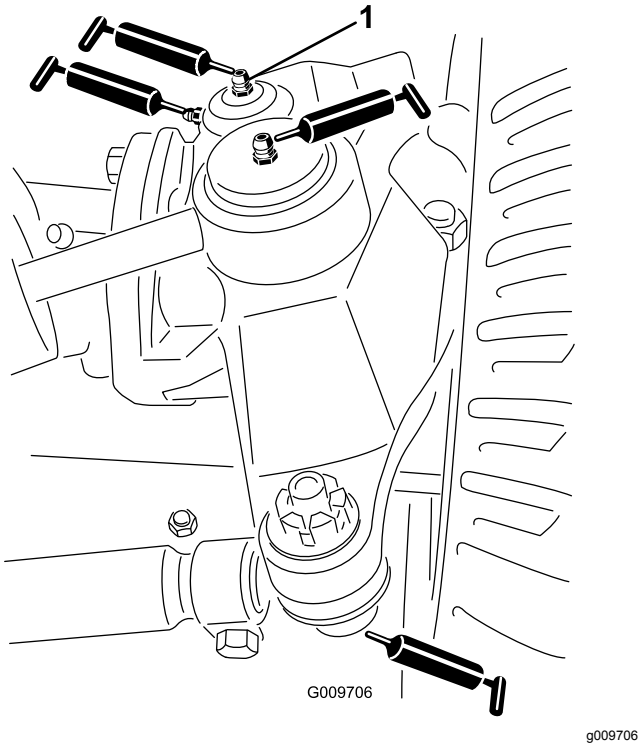

Rysunek 24
- Przeguby kulowe cylindra sterowania (2) (Rysunek 24)
- Przeguby kulowe cięgien (2) (Rysunek 24)
- Tuleje sworzni zwrotnicy (2) (Rysunek 24). **Górną smarowniczkę na sworzniu zwrotnicy należy smarować tylko raz w roku (2 wciśnięcia).**